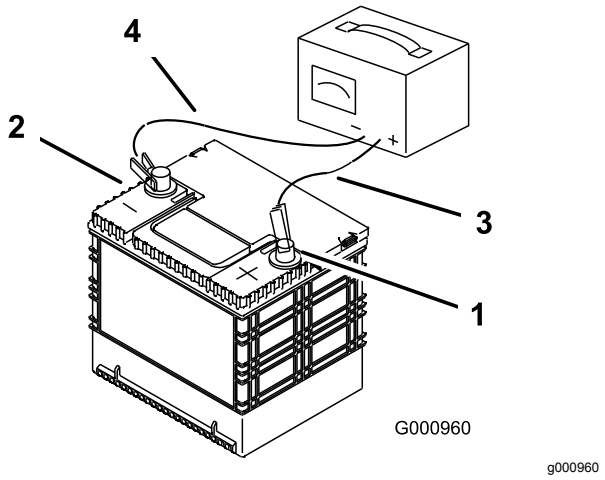

Figur 52
3. Når batteriet er helt oppladet, kobler du laderen fra strømuttaket og deretter laderledningene fra batteripolene (Figur 52).